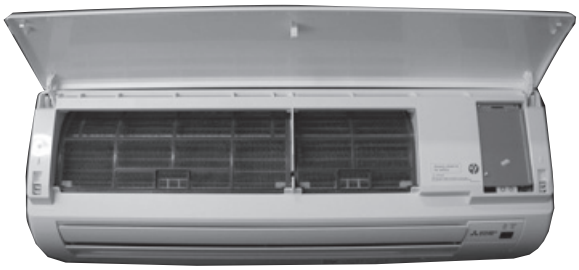

Fig. 6-3
1. Press and unlock the knobs on both sides of the front panel and lift the front panel until it is level. Pull the hinges forward to remove the front panel. (Fig. 6-3)